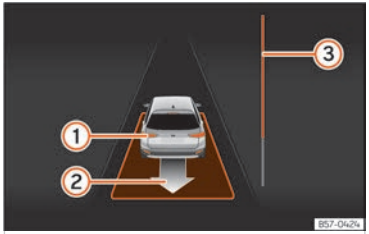

Fig. 146 A la pantalla del quadre d'instruments: sortir d'un aparcament en línia.
- Retrocediu fins que soni el senyal continu del ParkPilot; **O BÉ:** feu marxa enrere fins que a la pantalla del quadre d'instruments aparegui la indicació de fer marxa endavant. La barra de progrés ››› fig. 146 ③ indica la distància que cal recórrer.